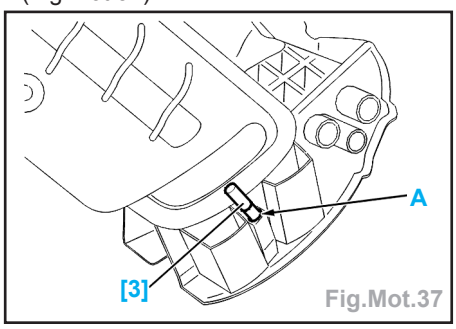

Fig.Mot.37
- Mettre l'outil [3] dans le trou (A) situé dans le carter chapeau du vilebrequin (Fig.Mot.37).